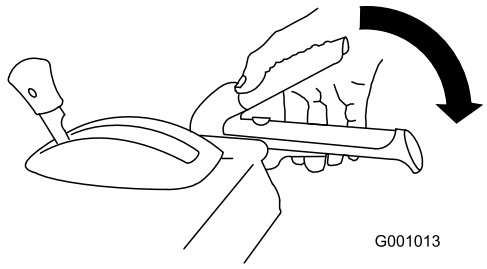

Figur 30
1. For å aktivere spiralblads-/viftehjulsdrivverket, klem den høyre spiralblad-/viftehjulfunksjonsspaken til håndtaket (Figur 30).